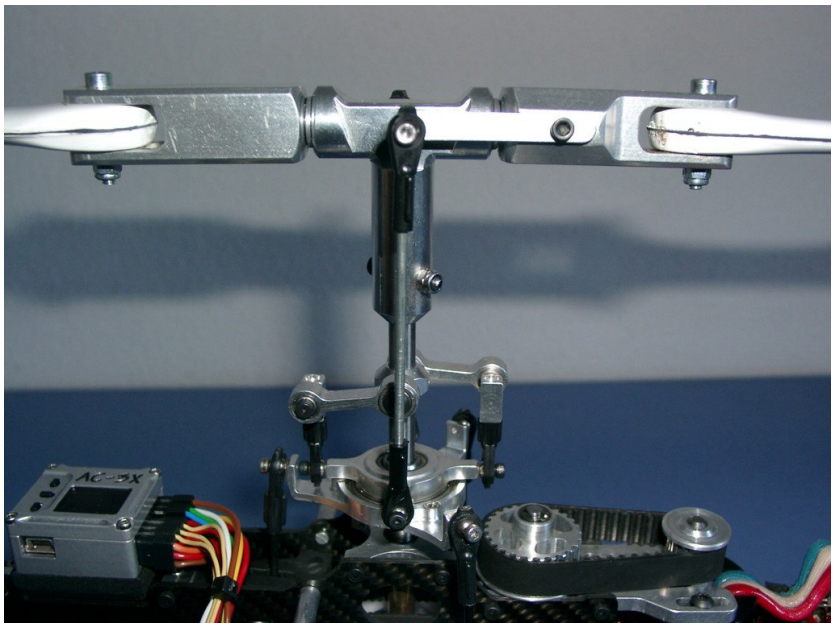
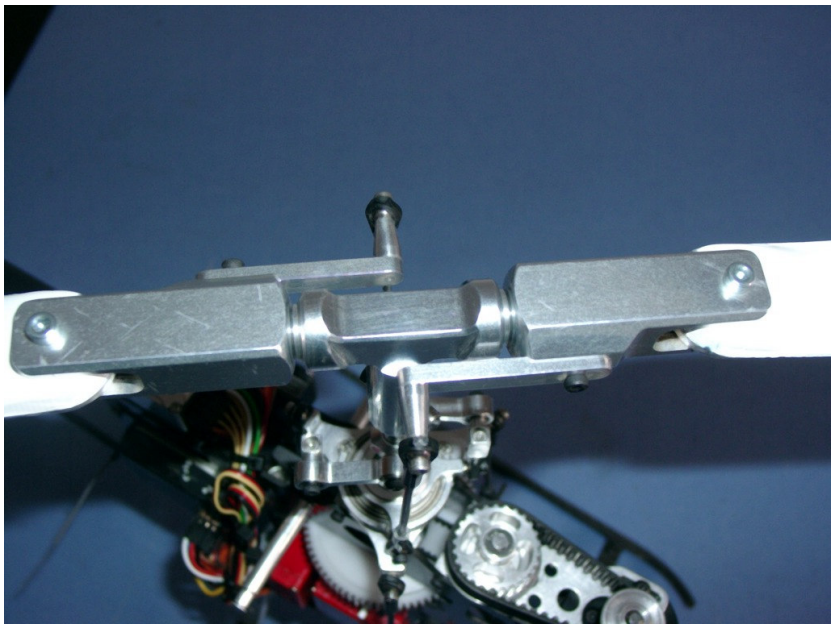

Abbildung 4: Seitenansicht Anlenkung Rigidkopf
Abbildung 5: Rigid Rotorkopf Acrobat SE – leicht voreilende Anlenkung
Der Umbau des Rotorkopfes als Rigidkopf sollte so erfolgen, dass die Blatthalter direkt von der Taumelscheibe möglichst spielfrei angelenkt werden. Es hat sich dabei als sinnvoll erwiesen, entweder eine Anlenkung ganz ohne Delta 3 zu realisieren, d.h. eine Anlenkung bei der die Anlenkpunkte der Blatthalter genau um 90° versetzt zu den Blatthaltern sind. Alternativ kann man wie bei den Acrobat SE und Shark auch ein leicht rückstellendes Delta 3 verwenden, bei dem der Anlenkpunkt der Blatthalter etwas weniger als 90° dem Blatthalter selber vorauseilt (dargestellt in Abbildung 4 und Abbildung 5).
- Falls der Heli beim Steuern von Roll oder Nick über die jeweils andere Achse eine Pendelbewegung macht und die Achsen scheinbar verkoppelt sind, so liegt dies oft daran, dass der Taumelscheibenmitnehmer nicht richtig ausgerichtet ist (vgl. Abbildung 4) und dadurch die Achsen verkoppelt sind.